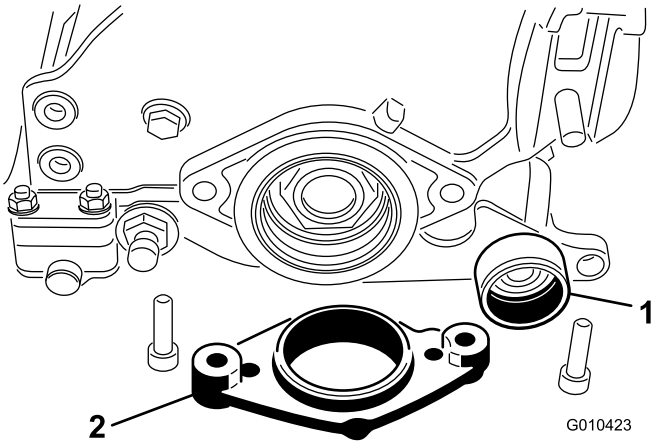

Figuur 9
6. Breng vet aan op de afdichting in de lagersteun van de rechter zijplaat en op het uiteinde van de groomeras (Figuur 9).
7. Steek het andere uiteinde van de groomeras in de lagersteun van de rechter zijplaat (Figuur 9).
8. Plaats de motorophangplaat op de zijplaat (Figuur 9).
9. Bevestig de motorophangplaat en zijplaat aan het rechter uiteinde van het maaidek met de 2 bouten en moeren die u eerder verwijderd hebt (Figuur 9).